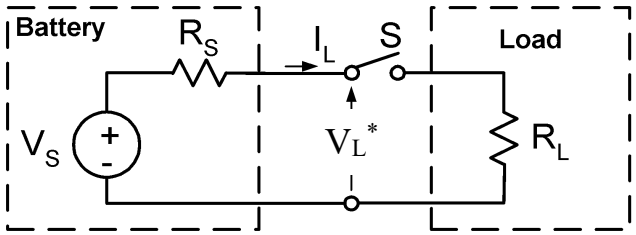

Figure 2.3
A. For the circuit drawn in Figure 2.3 (with the switch open), answer the following questions given $V_S = 1.3V$.